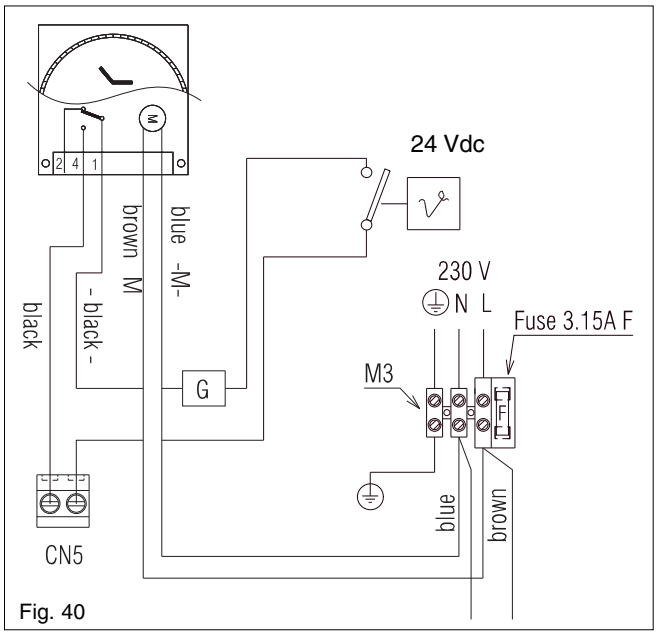

Fig. 40
- programmable room thermostats (fig. 40)